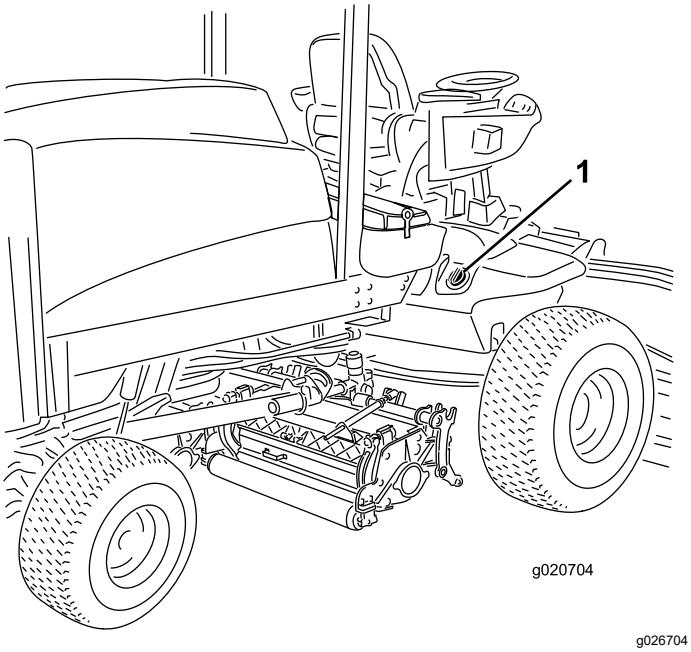

図 36
2. 油圧オイルタンクの注油口周辺をきれいに拭き、キ ャップ図 36を外す。